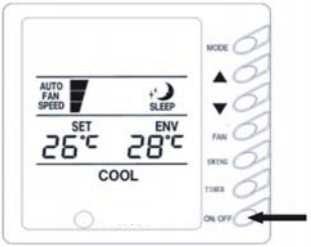

Рис.1
1) ON/OFF (Вкл./Выкл.) (рис.1)